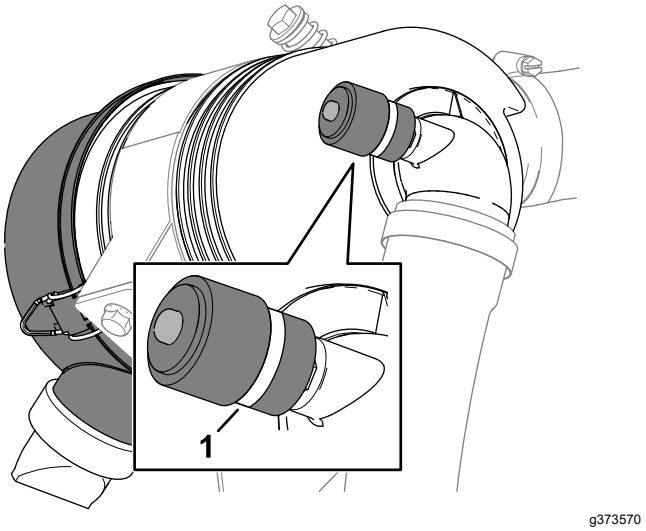

Figuur 77
3. Controleer de onderhoudsindicator aan het uiteinde van de luchtfilterbehuizing (Figuur 77).